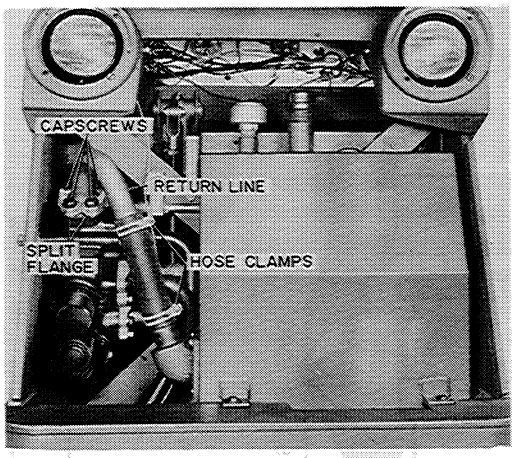

Figure D-54
1. Loosen the return line hose clamps and remove the return line hose, Figure D-54. Remove the capscrews and split flange from the control valve, Figure D-54. Now remove the return line.